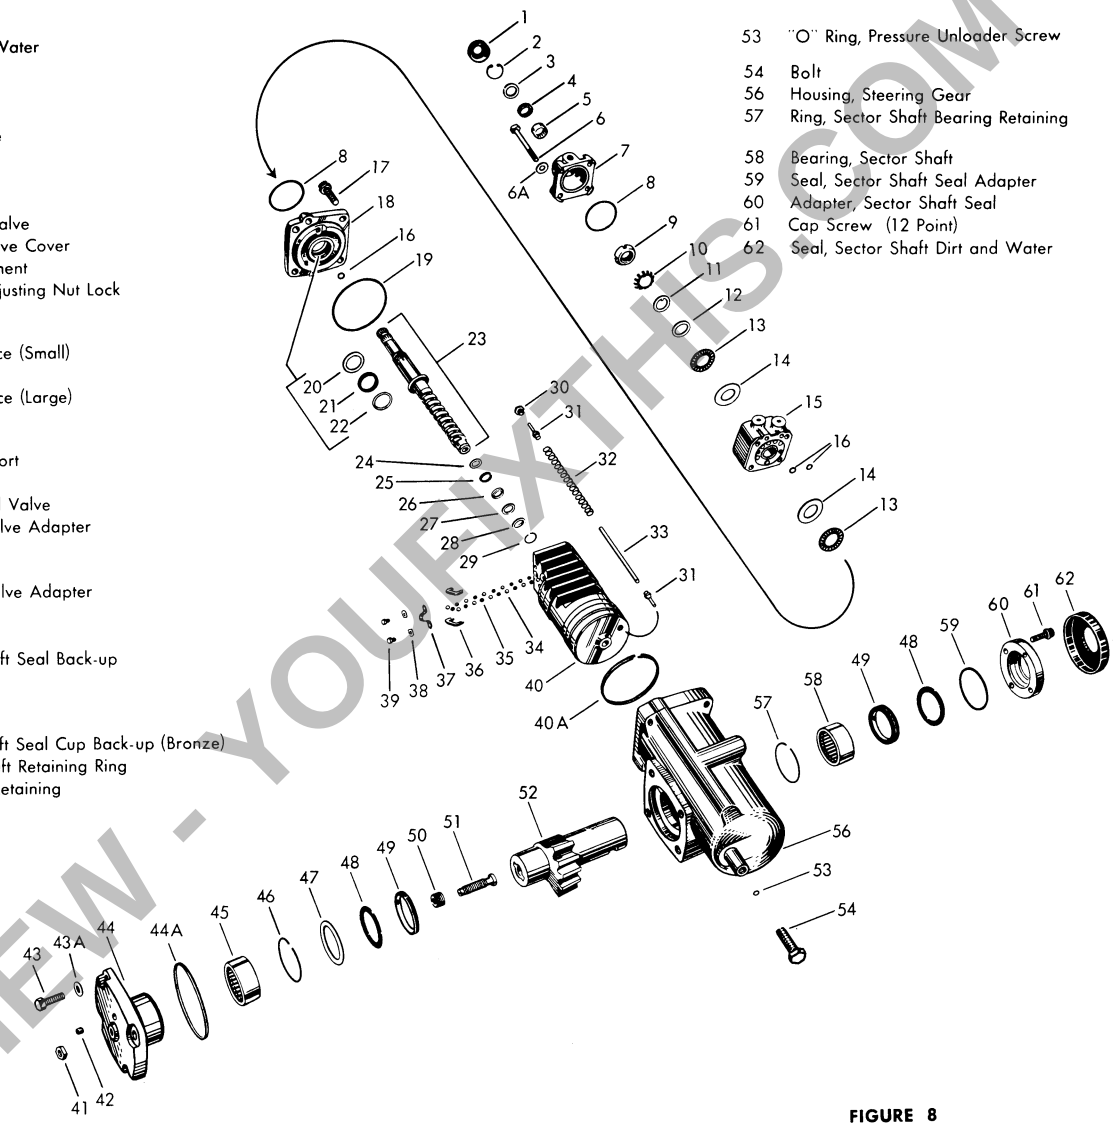

FIGURE 8
1. Place housing on wooden block to protect the side cover face and insert sector shaft bearing retaining ring. Press bearing into housing carefully until against retaining ring. Position bearing with numbered edge to the outside. Check bearing carefully after assembly to make sure bearing is not damaged. Refer to Figure 8 for assembly order of steering gear components.